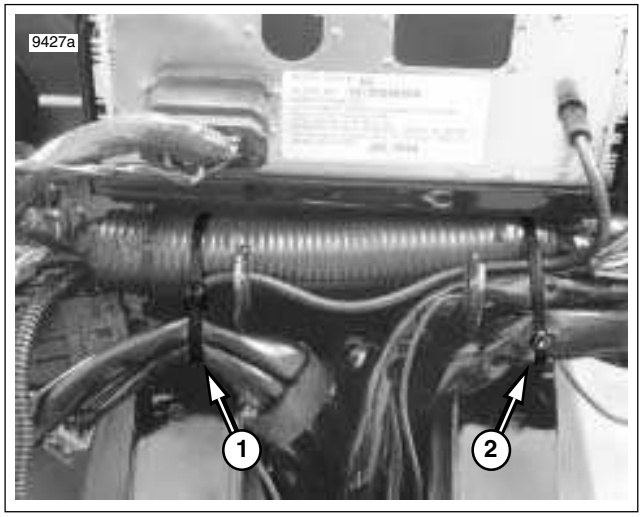

Figure 8-179. Cable Strap Convoluted Tubing and Conduit
4. Carefully cut two cable straps to free wire bundles and conduit from convoluted tubing of interconnect harness and allow to hang naturally. See Figure 8-179.
1. Center convoluted tubing of interconnect harness above and inboard of hooks on radio bracket. See Figure 8-179. To verify proper orientation, be sure that long length of conduit terminating in socket terminals of cigarette lighter is on left side of motorcycle. Install radio antenna cable connector [51] at back of radio (left side), if removed.
7. Orient connectors as shown in Figure 8-177. Install two **new** cable straps outboard of radio bracket hooks to secure wire bundles and conduit to convoluted tubing of interconnect harness. Cut any excess cable strap material. See Figure 8-179.